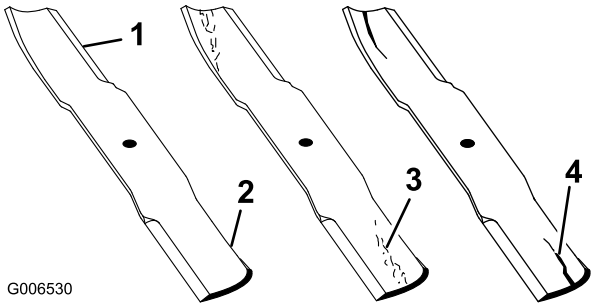

Figur 84
1. Kontrollera eggarna (Figur 84). Om eggarna är slöa eller har hack ska knivarna tas bort och slipas. Se Slipa knivarna (sida 58).
2. Kontrollera knivarna, speciellt den böjda delen (Figur 84). Montera omedelbart en ny kniv om du upptäcker skador, slitage eller spårbildning i detta område (Figur 84).